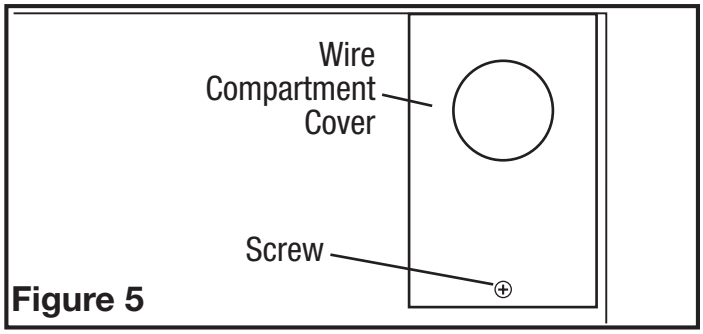

Figure 5
1. Remove the wire compartment cover screw and place cover in a secure place **(Figure 5).**